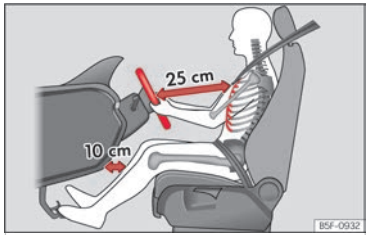

Fig. 16 La separación correcta entre el conductor y el volante debe ser de 25 cm como mínimo (10 pulgadas).
- Ajuste el volante de modo que quede a una distancia de, por lo menos, 25 cm (10 pulgadas) del esternón ››› **fig. 16** y lo pueda sujetar con ambas manos por los lados, por la parte exterior, con los brazos ligeramente flexionados.